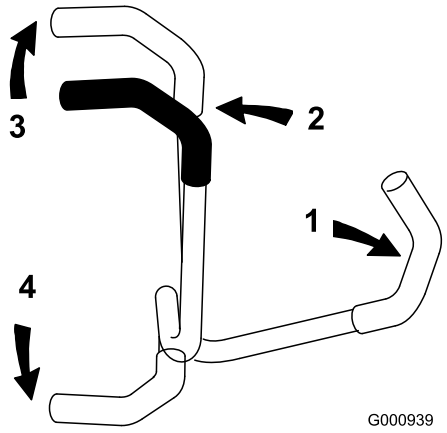

Figur 15
3. Skyv kontrollspakene forsiktig forover for å gå fremover (Figur 15).
Legg likt trykk på begge kontrollspakene for å gå rett (Figur 15).
Når du skal svinge reduserer du trykket på kontrollspaken i den retningen du ønsker å svinge (Figur 15).
2. Skyv kontrollspakene forsiktig bakover for å gå bakover (Figur 15).